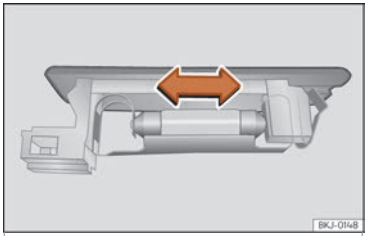

Fig. 64 Luz da bagageira.
– Pressione a lâmpada lateralmente e retire-a do alojamento ››› Fig. 64.